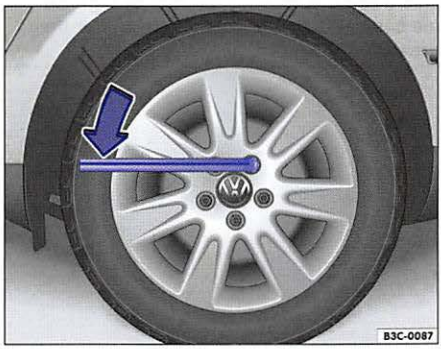

Fig. 160 Changing a wheel: Loosening wheel bolts.
- Push the lug wrench over the wheel bolt all the way ⇒ fig. 160.